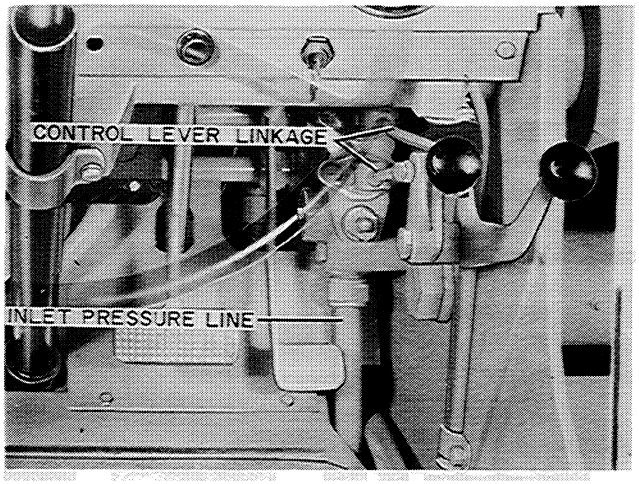

Figure D-5
3. Working from inside the loader cockpit - disconnect the control lever linkage from the valve spools, Figure D-5. Remove the high pressure hydraulic oil inlet line from the bottom of the control valve, Figure D-5.